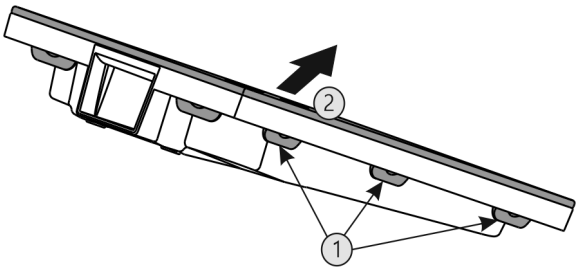

*Fig. 41*
- ▶ Press all lugs *Fig. 41 (1)* in succession and remove the lid *Fig. 41 (2)*.